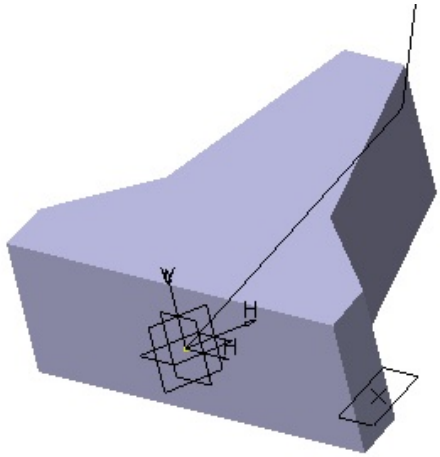
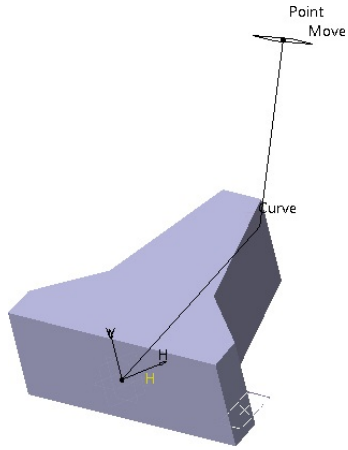

Figure 6-92 *Model after creating the base feature*
Figure 6-93 *Reference line and the endpoint to be selected*
10. Choose the **OK** button from the **Pad Definition** dialog box to complete the feature creation. The model after creating the base feature is shown in Figure 6-92.
The second feature of this model is a drafted extruded feature created using the **Drafted Filleted Pad** tool. In this feature, you will draw the sketch on a plane normal to the reference line, as shown in Figure 6-93, and then extrude the sketch.
2. Now, select the reference line of the reference sketch as the curve, refer to Figure 6-92, and then select the upper endpoint of the same line as the point on which the plane will be created, refer to Figure 6-93; the preview of the plane is displayed in the geometry area, as shown in Figure 6-93.